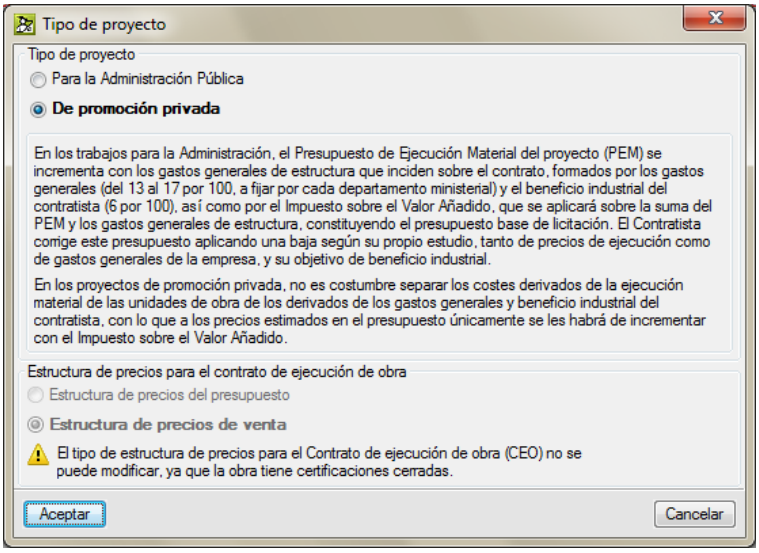
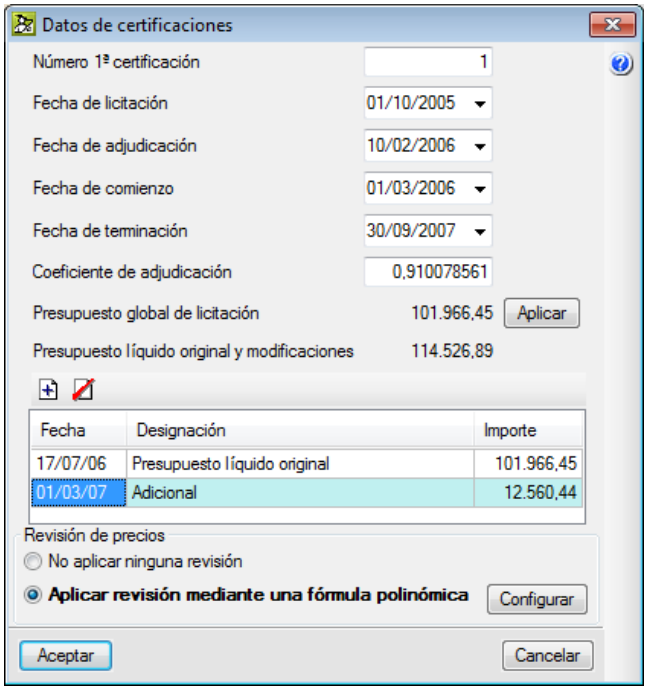

Fig. 3.9
Fig. 3.10
- Teniendo en cuenta los criterios de medición y certificación que figuren en Proyecto o en Pliegos de condiciones se realiza la medición de las unidades de obra realmente ejecutadas para obtener la cantidad a certificar. Para obtener el importe de certificación a origen o parcial, **ImpCertOrig** o **ImpCertParc,** hay que aplicar los precios unitarios de proyecto (Contrato de ejecución de obra). O aplicar un porcentaje de obra ejecutada en caso de obras a precio cerrado). En *Arquímedes y Control de Obra* la cantidad certificada se introduce por medio de la columna **CantCertOrig** o **CantCertPar** según se quiera llevar el control de las certificaciones por cantidades a origen o parciales**.** El precio utilizado para obtener la certificación es la correspondiente a la columna **PrecioCert** que se corresponde con la seleccionada para representar a la estructura de precios del contrato* Fig. 3.9. Puede obtener más información en el apartado de este manual 2.10. Certificaciones de obra.
- Aplicar el porcentaje de gastos generales (GG) y beneficio industrial (BI) en obras para la Administración Pública. En *Arquímedes y Control de Obra*, si el tipo de proyecto se ha definido para la Administración Pública Fig. 3.9, estos porcentajes que deben estar definidos en la opción del menú **Mostrar > Configuración > Porcentajes** son considerados en las certificaciones de la obra.
- Aplicar el porcentaje de baja adjudicación en obras para la Administración Pública. En *Arquímedes y Control de Obra*, para que tenga en cuenta la baja adjudicación, el tipo de proyecto ha de ser para la Administración Pública (Fig. 3.9) y la baja de adjudicación debe constar desde el momento que se adjudica la obra como coeficiente en la opción del menú **Certificaciones > Datos certificaciones > Coeficiente de adjudicación** (Fig. 3.10)**.**
- Aplicar si procede la revisión de precios. En *Arquímedes y Control de Obra*, para que se pueda tener en cuenta la revisión de precios hay que tener activada la opción del menú **Certificaciones > Datos certificaciones > Aplicar revisión mediante una fórmula polinómica** antes de proceder a realizar la primera certificación (Fig. 3.10).